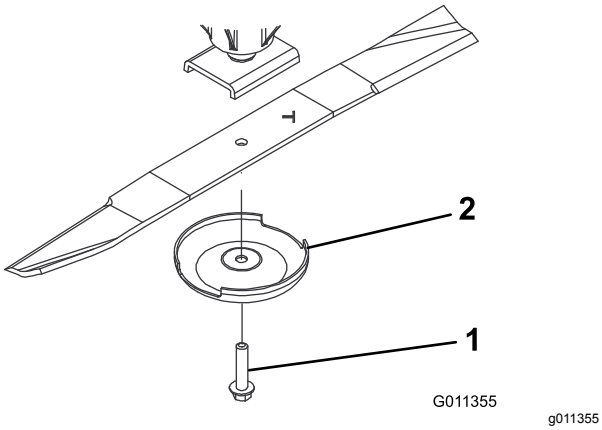

图 72
3. 使用抹布或厚垫手套抓住刀片的端部并从锭轴卸下刀片螺栓、防刮罩和刀片图 72。
4. 使用防刮罩和刀片螺栓安装刀片刀翼面向剪草刀盘图 72。